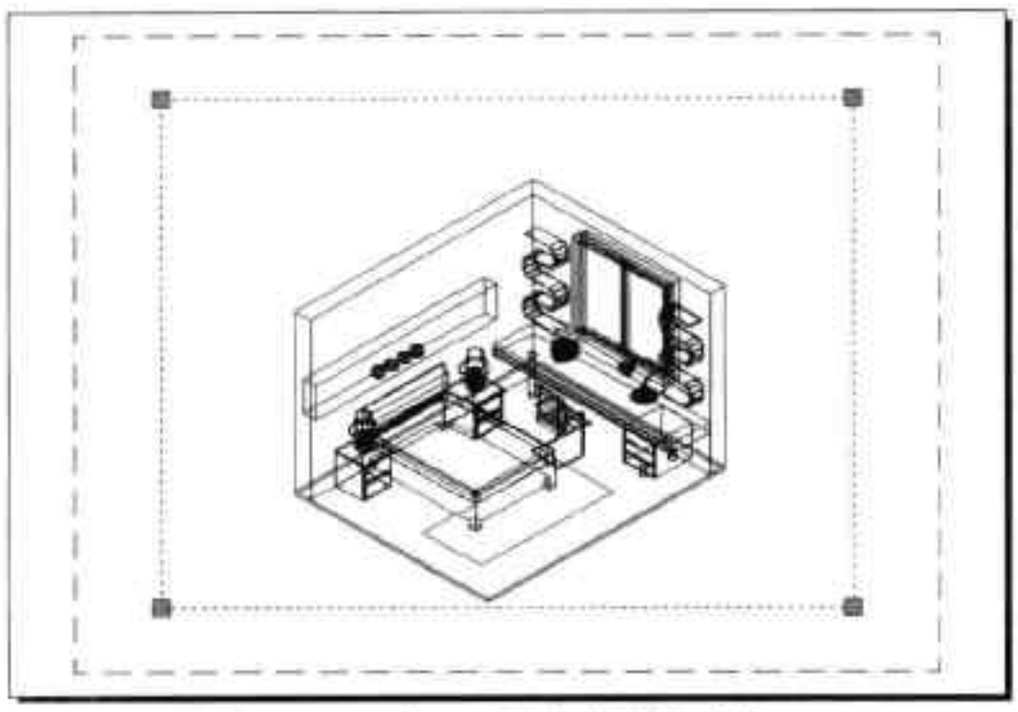

图10-31 打开布局空间并选中视口
Step 01 打开所需设置的图形文件，单击命令行上方“布局 1”，打开相应的布局空间，如图 10-31 所示。